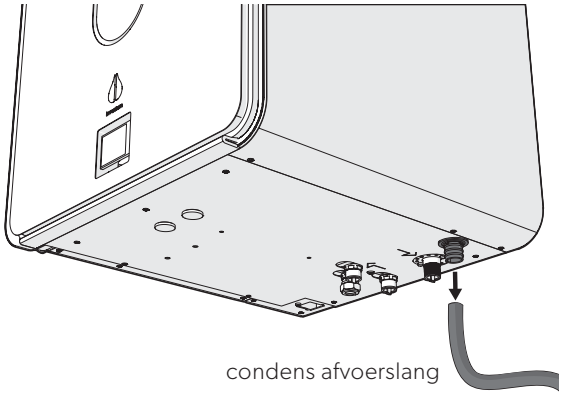

*Figuur 44 Het verwijderen van de condens afvoerslang.*
2. Verwijder de condens afvoerslang (figuur 44).